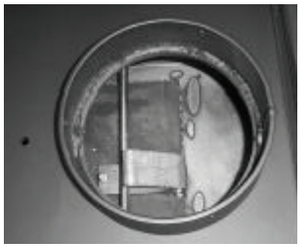

Fig. 13
2. Remove the flue pipe from the appliance in order to have a clear view of the bypass door **(Fig. 13)**.